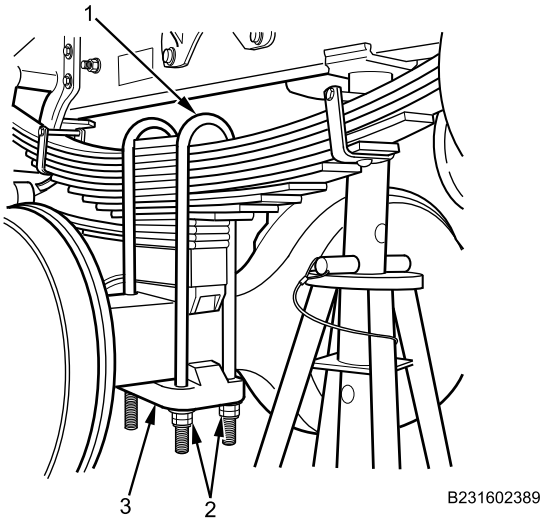

Figure 5. Rear U-Bolt.
9. Remove U-bolt locknuts and washers (Figure 5, Item 2) from rear spring rear U-bolt (Figure 5, Item 1). Discard locknuts (Figure 5, Item 2).
10. Remove U-bolt rear spring plate (Figure 5, Item 3) from rear spring U-bolts.